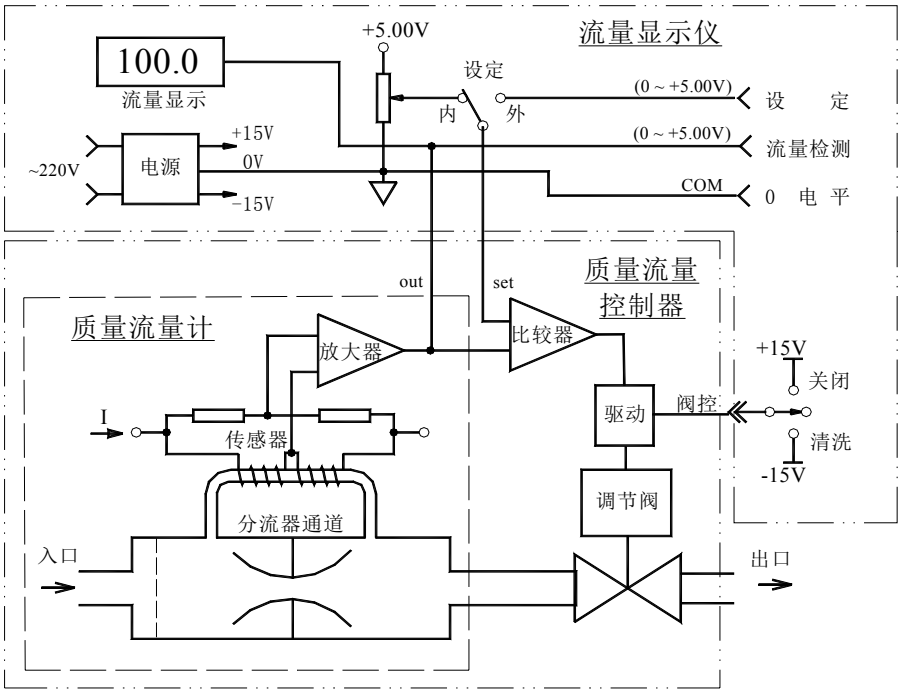
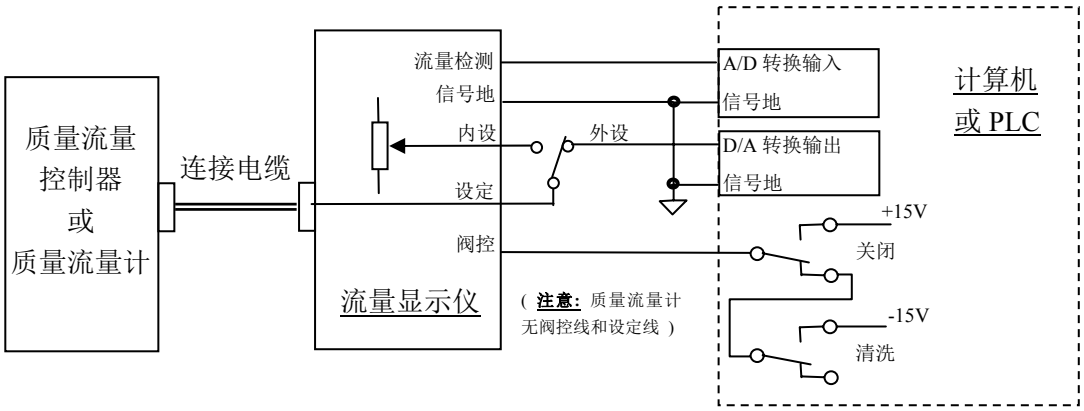

图 3. 质量流量控制器原理
图 9. 通过流量显示仪与计算机的连接
流量传感器采用毛细管传热温差量热法原理测量气体的质量流量(无需温度压力补偿)。将传感器加热电桥测得的流量信号送入放大器放大，放大后的流量检测电压与设定电压进行比较，再将差值信号放大后去控制调节阀门，闭环控制流过通道的流量使之与设定的流量相等。分流器决定主通道的流量。与之配套的 D08 系列流量显示仪上设置有稳压电源，3 位半数字电压表，设定电位器，外设、内设转换和三位阀控开关等。本控制器与流量显示仪连接后的工作原理如图 3 所示。
a. 通过流量显示仪与计算机(或其它外部信号)的连接方法，见图 9。
参照图 1 和图 9，先将显示仪上的设定开关打到“外设”位，将阀控开关置于“阀控”位，再启动计算机程序进行工作。
当阀开关置于阀“控位”时，用户也可通过外控信号插座上的“阀控”线控制阀门，(参照图 3 和图 9)，当阀控线接+15V 时，阀门关闭；当阀控线接-15V 时，阀门开到最大，处于清洗状态；当阀控线悬空时，阀门处于自动控制状态。